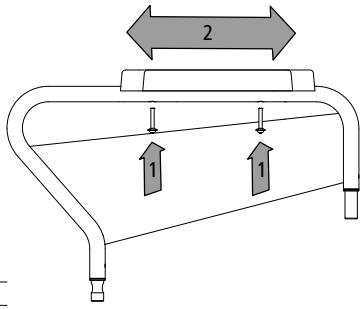

afb. 32
1. Draai de bouten waarmee de armsteun aan het zijpaneel is bevestigd, los (1, afb. 32).
2. Vervolgens kunt u de armsteunen naar 30 mm voren of achteren schuiven (2, afb. 32).